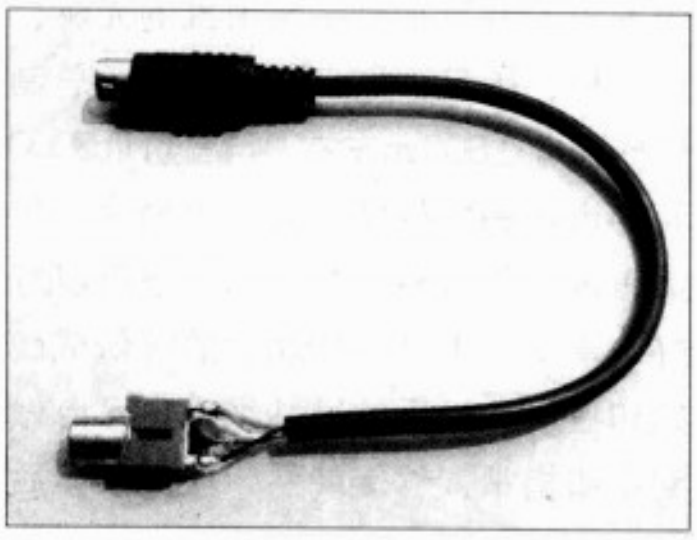
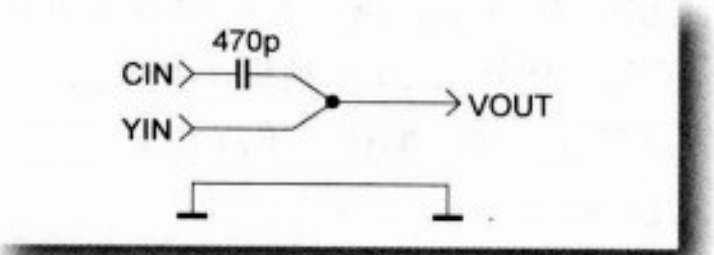
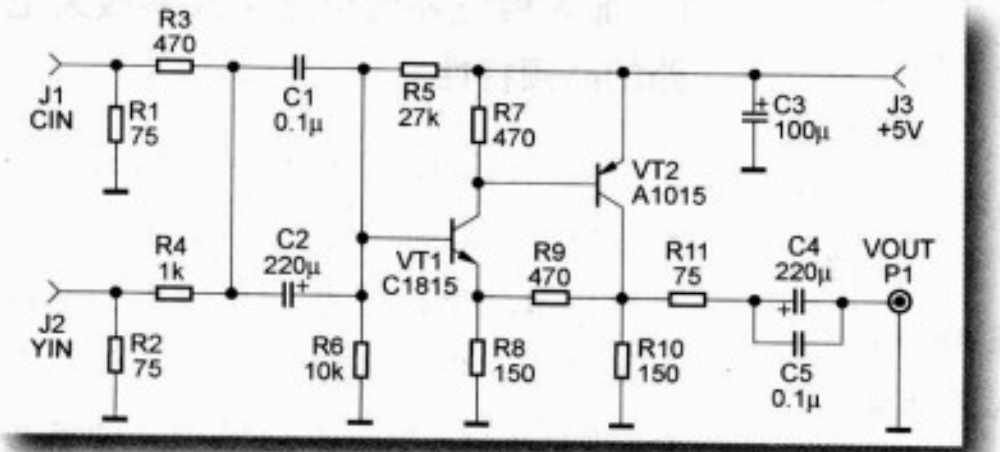

图6 S-VIDEO TO AV（简易）
图7 S-VIDEO TO AV（简易）
图8
4. 本制作中选用的宝龙达“BD3376”显卡的视频输出端口（S-VIDEO端口），在实验中发现其色度信号输出线没有输出任何信号，而亮度信号输出线输出的是色度和亮度两种视频信号的复合视频信号，因此其端口更确切的应该说是一个复合视频输出端口，难怪其端口处标注为“TV OUT”，如果有采用了同类型显卡的朋友需要注意。如果使用的彩电的输入没有S-VIDEO端口，而显卡的输出端口又没有复合视频输出AV端口，可以自行制作一个简易的“S-VIDEO TO AV”转换器，如图6所示，电路如图7所示。电路非常简单，效果虽然与专业的转换器有些差距，但是非专业人士是看不出差别的。如果有更高的要求，可以制作一个“S-VIDEO TO AV”的专用电路，如图8所示，效果要更好一些，当然